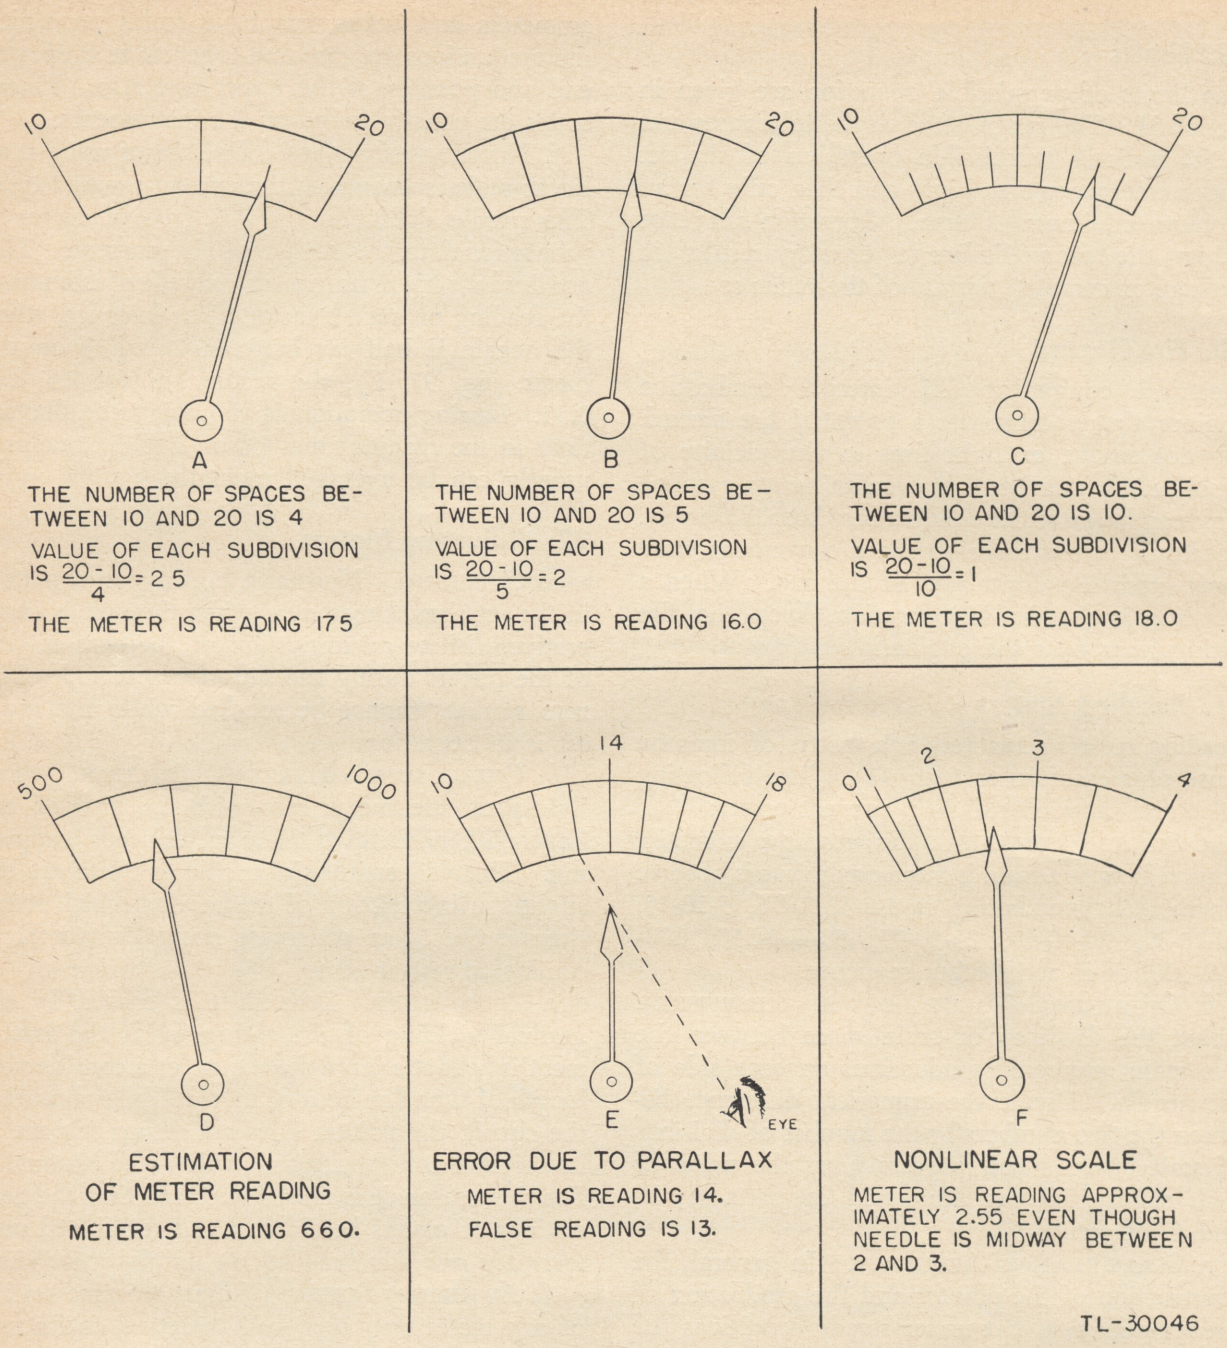

Figure 97. How to read a meter.
Reading meters accurately is a matter of common sense plus carefulness (fig. 97). The following rules and cautions will help prevent errors:
b. OBTAINING VALUE OF A SUBDIVISION. Count the divisions of scale space between the two main numbered graduations on each side of the needle. Divide the numerical difference between the two numbers by the number of divisions of scale space. This process gives the value of each subdivision, as illustrated in parts A, B, and C of figure 97.
f. NONLINEAR SCALES. One meter using nonlinear scale is known as the current-squared type. The needle deflection on this type of meter is proportional to the square of the current. This nonlinearity must be considered when estimating the reading on such a meter. For instance, when the needle is halfway between 2 and 3 on the meter (fig. 97, F), the reading is not 2.5, but 2.55. During operation of the unit some fluctuations in the readings may occur, but the readings usually can be averaged mentally.